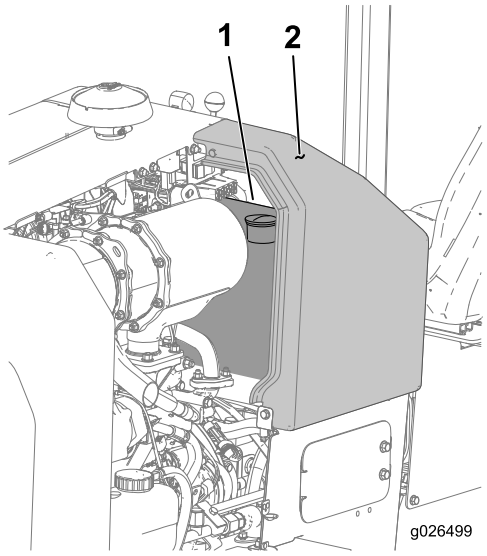

Figure 38
2. Déposez le panneau supérieur gauche de la console (Figure 38).